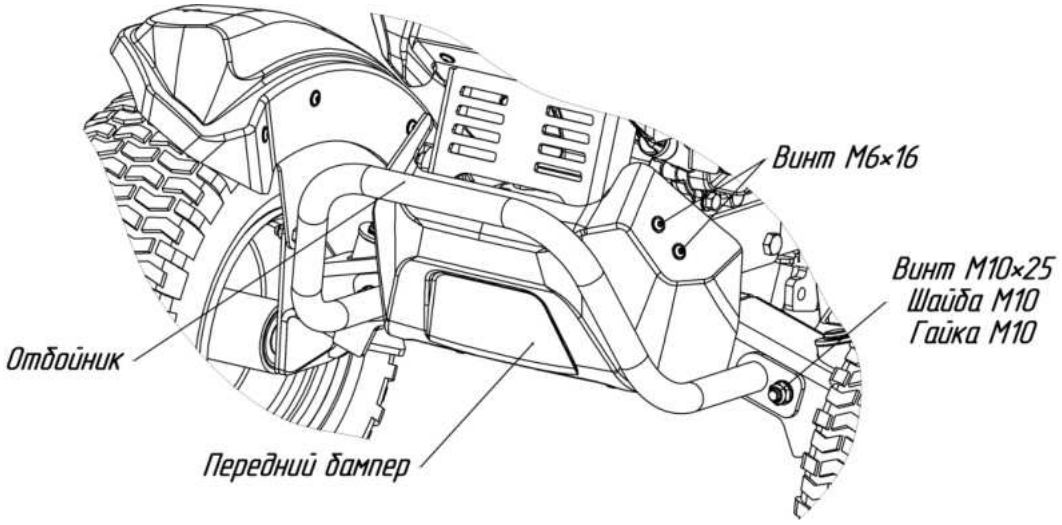

Рис.4. Передний бампер и отбойник МТ1.
– снимите отбойник, открутив винты М10×25, шайбы М10 и гайки с обеих сторон (рис.4);
– снимите передний бампер, открутив винты М6×16 с обеих сторон (рис.4);